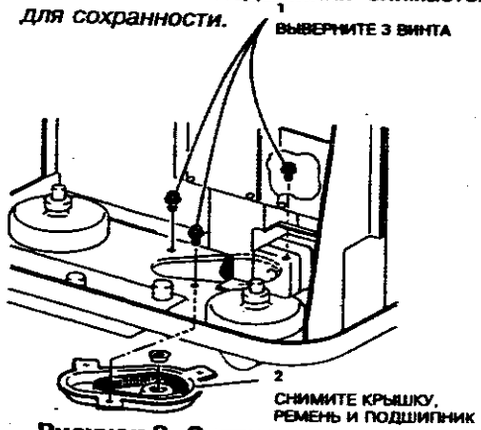

**Рисунок 8. Снятие узла крышки основания**
11. (Рисунок 8) Снимите узел крышки основания корпуса, ремень двигателя ячеек и подшипник.